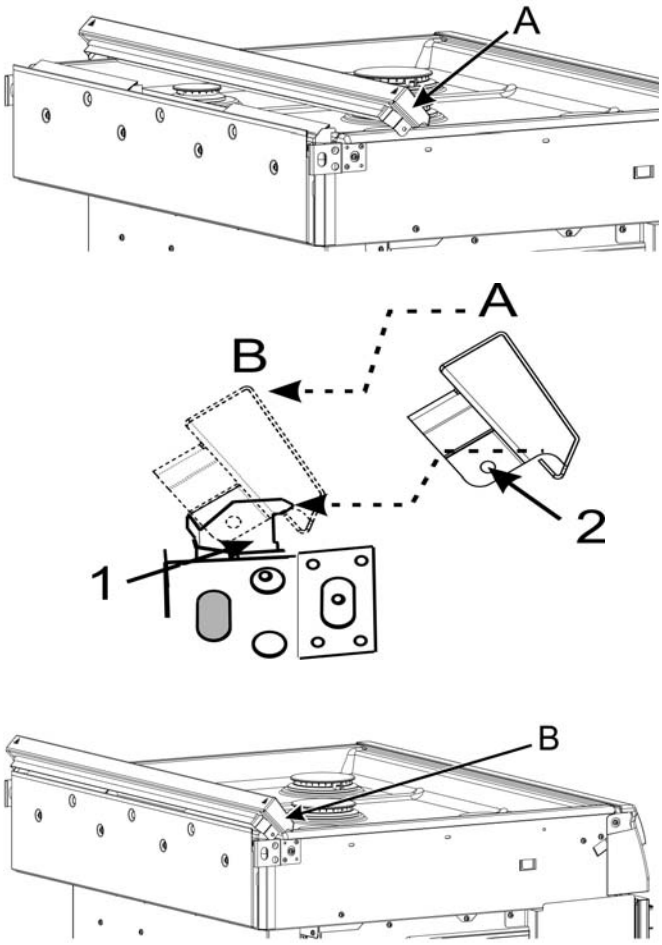

Figure 5 : Positionnement 1 de la garniture d'îlot
10. Placez la garniture de l'îlot en position A (Figure 5: Positionnement 1 de la garniture d'îlot) et déplacez-la en position B (vers l'arrière de la cuisinière) comme indiqué, pour engager le dispositif d'alignement 1 (ce dispositif peut ne pas correspondre exactement à l'illustration).